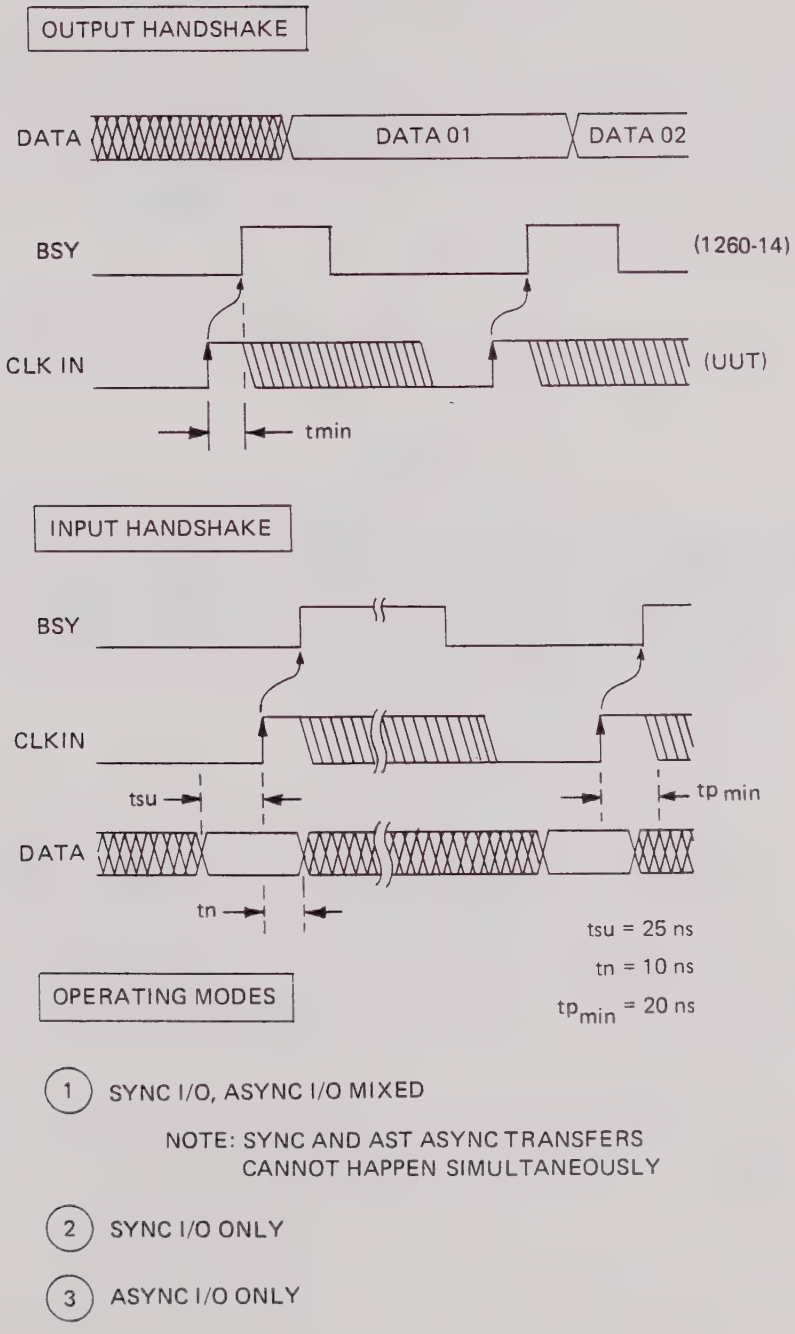

Figure 3-12, 1260-14 Input and Output Handshake modes
3.5.10.6.1 The 1260-14 has a two wire handshake mode available for the control of synchronous I/O transactions. The polarity of the handshake lines is programmable for both the BUSY and CLKIN lines. Refer to Figure 3-12 for the timing diagrams of the input and output handshaking modes available in the 1260-14.